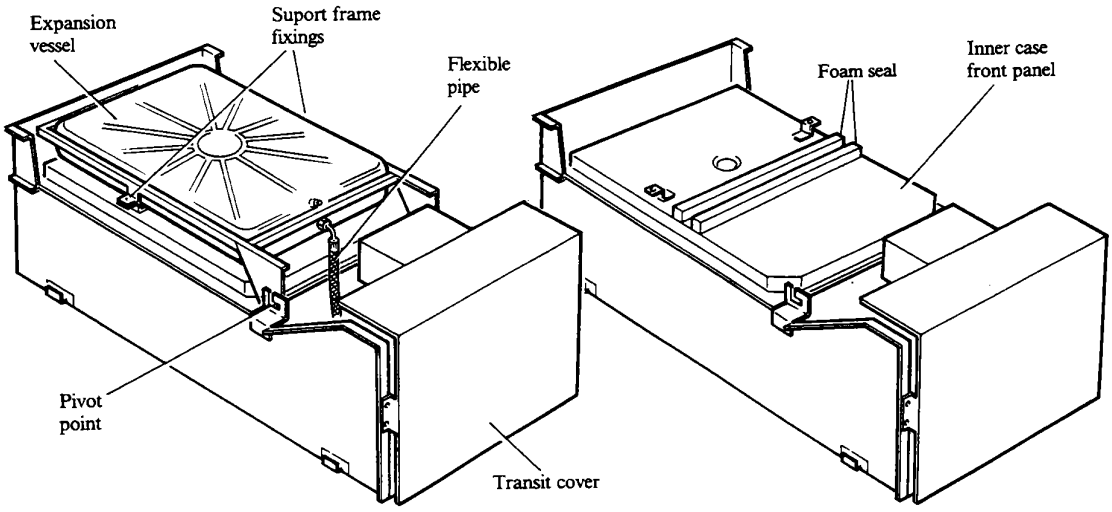

Fig. 13
Refer to Figs. 13 and 14.
1. Disconnect the flexible pipe connection to the bottom of the expansion vessel, take care not to lose the washer. Remove the two screws securing the expansion vessel support frame to the inner case front panel. Holding the vessel and frame swing them out to clear the boiler. Remove the frame and vessel from the boiler by lifting the frame out of its bottom pivoting point. See Fig. 13. Cut the foam seal in two and stick onto the inner case
front panel just below the depression. See Fig. 13.
2. Remove the four screws (two at the top and two at the bottom) securing the inner case front panel and lift off the panel. See Fig. 13.
6. Remove the four screws securing the transit cover to the bottom of the boiler, see Fig. 13 and discard the cover and screws.